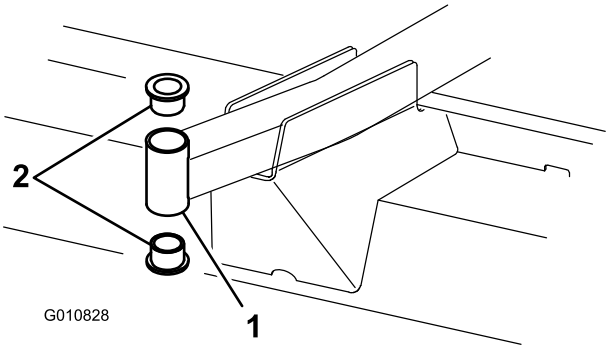

Figur 21
4. Sæt en uddriver ind i den øverste eller nederste del af monteringsrøret, og driv bøsningen ud af røret (Figur 21). Driv også den anden bøsning ud af røret.